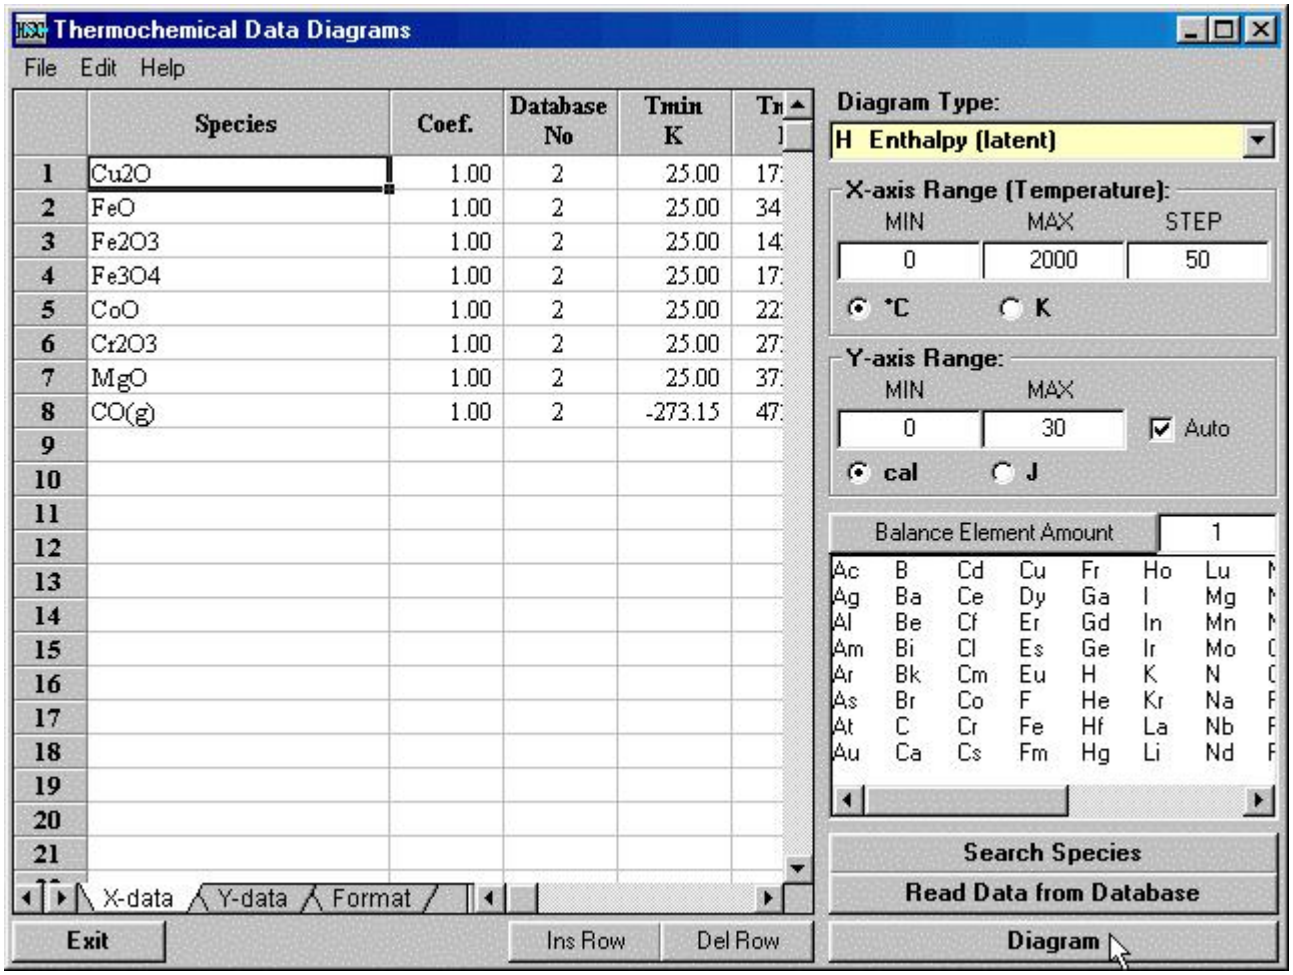

Fig. 1. The diagram menu. Enthalpy diagram type selected.
The basic steps for drawing a diagram for all types is quite the same, except the small difference with the DG-diagrams. These steps are described in more detail in following lines, see example in Fig. 1:
2. Select the diagram type from **Diagram Type** list, in this example H Enthalpy (latent) has been selected, see Fig. 1.
The Toolbar provides a standard drawing interface for drawing simple shapes and for inserting text. The same functions are also available from a popup menu by clicking the right mouse button. In Figure 1 the example file **incropera 92 494.HTR** in the Heat Loss module has been used to compare the convection and radiation coefficients, when the characteristic length (vertical length) varies from 0.2m to 0.8m.
Figure 1 *e dra in too bar, s o n ere ro t e eat oss odu e.*